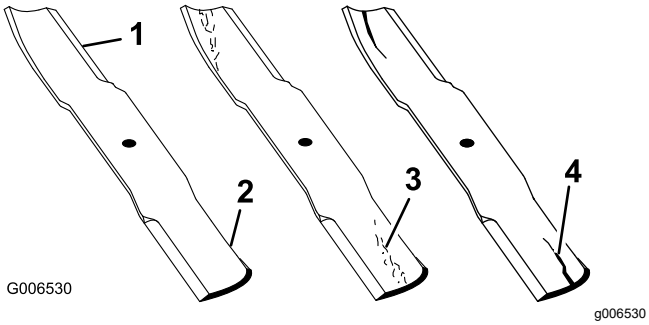

Figur 73
1. Efterse skærekanterne (Figur 73).
4. Hvis skæreknivene er beskadiget eller slidt, eller hvis der er antydning af en revne i dette område, skal der straks monteres nye skæreknive (Figur 73).